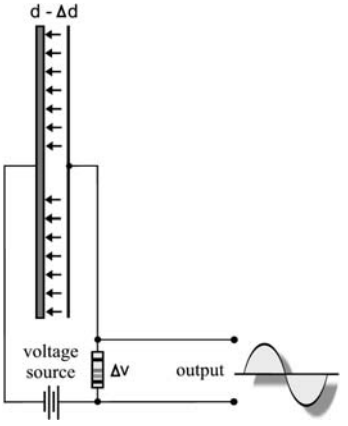

Figure 4.9. *As a sound wave decreases the condenser spacing by d, the capacitance will increase, causing the voltage to proportionately fall (and vice versa).*
Commonly, the plates of a condenser capsule are connected to opposite sides of a stable DC power supply, which provides a polarizing voltage to charge the capacitor (Figure 4.9). Electrons are drawn from the plate connected to the positive side of the power supply and are forced through a high-value resistor onto the negatively charged plate. Once powered, the capsule charges to a state whereby the charge (the difference between the number of electrons on the positive and negative plates) is equal to the capsule capacitance times the polarizing voltage. Once this equilibrium is quickly reached, no further appreciable current flows through the resistor. It's at this point that the device can start acting like a microphone. Once a sound-pressure wave falls upon the diaphragm, its capacitance changes. When the distance between the plates decreases, the capacitance will increase; conversely, when the distance increases, the capacitance will decrease. According to the previous equation, Q, C, and V are interrelated . . . that is, since the charge (Q) is known to be constant and the diaphragm's capacitance (C) changes with differences in sound pressure, the voltage (V) must change in inverse proportion. Given that the capsule's voltage changes in proportion to sound waves that act upon it, *voila* . . . we now have a condenser mic!